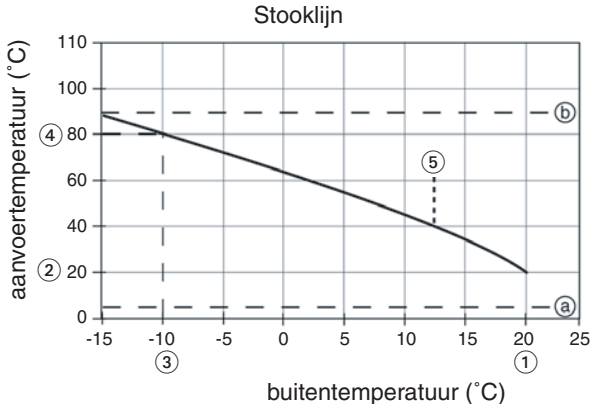

*afb. 11 Stooklijn*
Zie ① in afb. 11.
Bij convectoren is een hogere waarde aan te bevelen (zie ② in afb. 11).
Stel hier de conditietemperatuur (klimaatzone) in waarop de installatie is ontworpen (zie ③ in afb. 11).
Stel deze waarde in op de selectiewaarde van de radiatoren e.d. (zie ④ in afb. 11).
Zie ⑤ in afb. 11.
Alleen actief tijdens warmtewens (zie "a" in afb. 11).
Stel hier de maximale gewenste aanvoertemperatuur in (zie "b" in afb. 11).